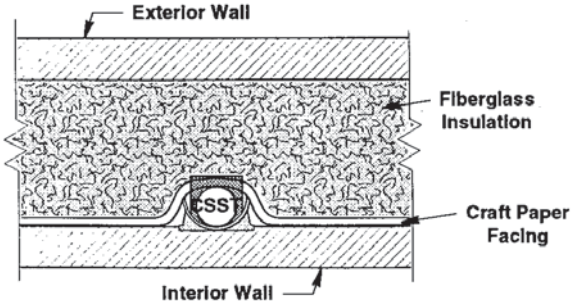

Fig. 4-45
d) When installed inside insulated exterior walls, tubing shall be routed between the face of the insulation and the interior wall surface (Fig. 4-45). If rigid insulation is used, enough space must be provided for movement of the tubing (see Section 4.4) or heavy wall conduit must run over the length of the restrained area.